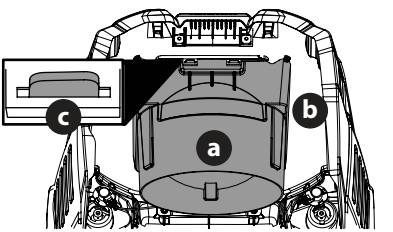

Fig. 10
1. Insérez les pattes arrière (c) (Fig. 10).